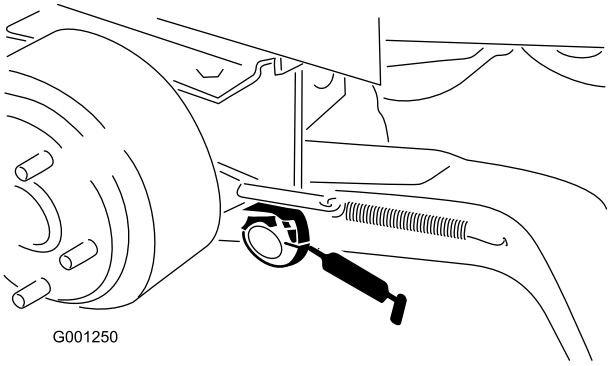

Figur 38
- Løftearmtapphylser (Figur 38)